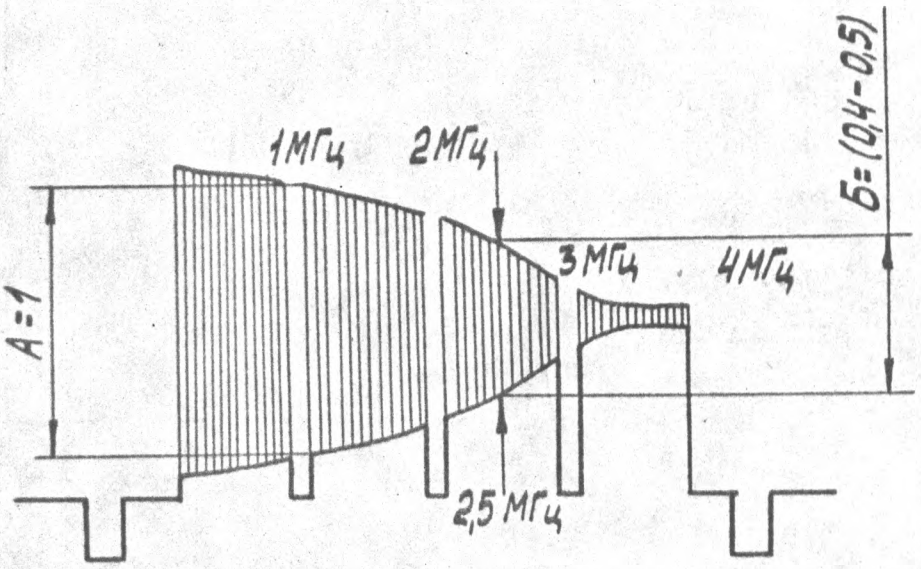

РИС.7.17
7.3.9.5. ПОДКЛЮЧИТЕ ОСЦИЛЛОГРАФ С9-1 К КОНТРОЛЬНОЙ ТОЧКЕ 1Х13 БВЗ А3, ПОВЕРНИТЕ ДВИЖОК РЕЗИСТОРА А3-1R50 В КРАЙНЕЕ НИЖНЕЕ ПО СХЕМЕ ПОЛОЖЕНИЕ И РЕЗИСТОРОМ А3-1R58 ОТРЕГУЛИРУЙТЕ СИГНАЛ ТАК, ЧТОБЫ ЕГО УРОВЕНЬ НА 2,5 МГЦ СОСТАВЛЯЛ НЕ МЕНЕЕ 0,4 УРОВНЯ НА 1 МГЦ, КАК ПОКАЗАНО НА РИС.7.17.
1Х13 БВЗ А3 И ПРОКОНТРОЛИРУЙТЕ СИГНАЛ, ОН ДОЛЖЕН СООТВЕТСТВОВАТЬ РИС.7.17,В ПРОТИВНОМ СЛУЧАЕ ПОВТОРИТЕ РЕГУЛИРОВКУ ПО ПП.7.3.9.5, 7.3.9.6.
7.3.9.9. ПОДКЛЮЧИТЕ ОСЦИЛЛОГРАФ С9-1 К КОНТРОЛЬНОЙ ТОЧКЕ 1Х13 БВЗ А3 И РЕЗИСТОРОМ А3-1R50 ОТРЕГУЛИРУЙТЕ СИГНАЛ ТАК, ЧТОБЫ ЕГО УРОВЕНЬ "Б" НА 2,5 МГЦ СОСТАВЛЯЛ НЕ МЕНЕЕ 0,4 УРОВНЯ "А" НА 1 МГЦ - КАК ПОКАЗАНО НА РИС. 7.17.
7.3.9.11. ПЕРЕКЛЮЧИТЕ ОСЦИЛЛОГРАФ С9-1 НА КОНТРОЛЬНУЮ ТОЧКУ 1Х13 БВЗ А3 И ПРОКОНТРОЛИРУЙТЕ СИГНАЛ, ОН ДОЛЖЕН СООТВЕТСТВОВАТЬ РИС.7.17, В ПРОТИВНОМ СЛУЧАЕ ПОВТОРИТЕ РЕГУЛИРОВКУ ПО ПП.7.3.9.9, 7.3.9.10.
7.3.9.13. ПЕРЕКЛЮЧИТЕ ОСЦИЛЛОГРАФ С9-1 НА КОНТРОЛЬНУЮ ТОЧКУ 1Х13 БВЗ А3 И ПРОКОНТРОЛИРУЙТЕ СИГНАЛ, ОН ДОЛЖЕН СООТВЕТСТВОВАТЬ РИС.7.17, В ПРОТИВНОМ СЛУЧАЕ ПОВТОРИТЕ РЕГУЛИРОВКУ ПО ПП.7.3.9.4--7.3.9.12.